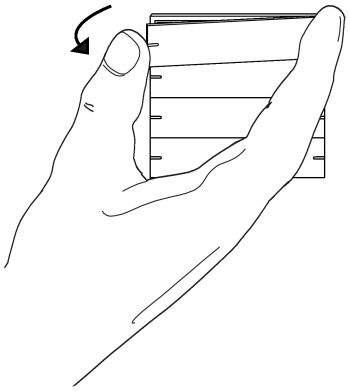

Bild 7: Bedienwippe demontieren
- Bedienwippe durch einseitiges Ziehen vom Tastsensor lösen (siehe Bild 7).